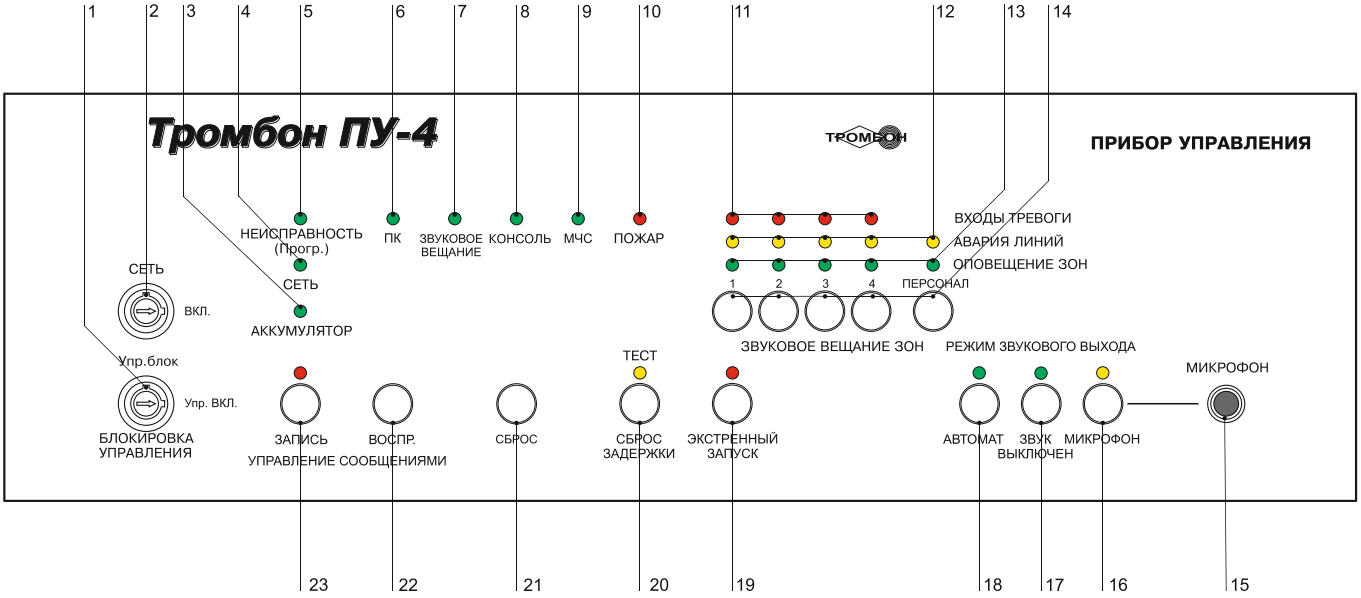

Рис. 1. Внешний вид ПУ «Тромбон ПУ-4» и расположение органов управления и индикации.
4. Любое другие значения сопротивления линии связи, воспринимаются прибором как авария линии связи с ППКП. На передней панели прибора зажигается индикатор аварии линий (рис. 1, поз. 12) соответствующий номеру неисправной линии и периодически издает звук зуммера.